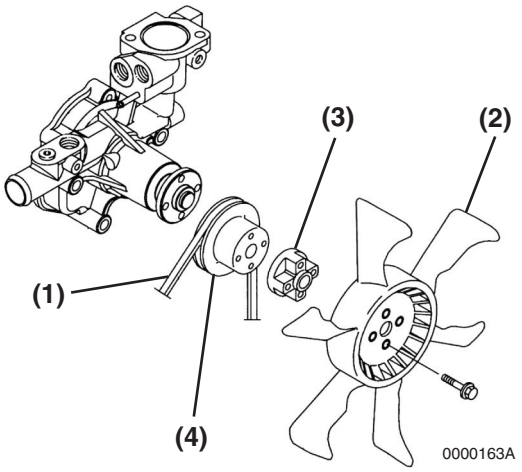

Figure 7-21
14. Reinstall the coolant pump V-pulley **(Figure 7-21, (4))**, spacer **(Figure 7-21, (3))** (if equipped) and engine cooling fan **(Figure 7-21, (2))**.
15. Reinstall the cooling fan V-belt **(Figure 7-21, (1))**. Adjust as described in *Check and Adjust Cooling Fan V-Belt on page 5-27.*